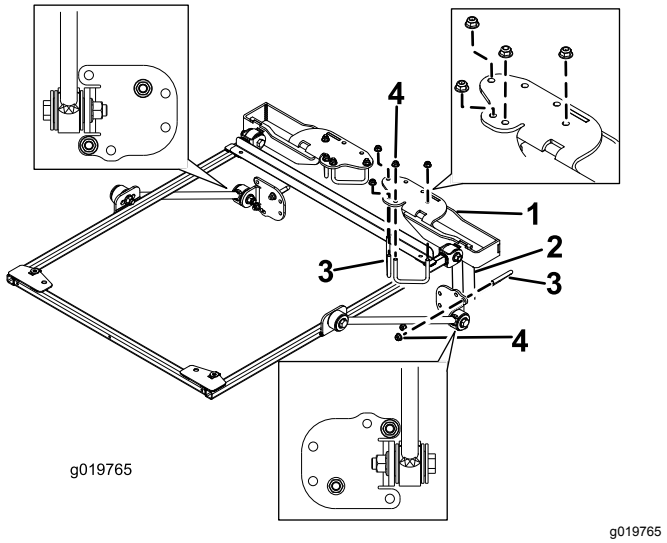

Figure 15
9. Position the ROPS-mounting brackets onto the top of the traction unit roll bar (Figure 15).
10. Using the mounting holes shown in Figure 15, mount each bracket to the top of the roll bar with 2 U-bolts (2-3/4 inch) and 4 flange nuts.
11. Using the mounting holes shown in Figure 15, loosely secure each of the brace brackets to the roll bar posts with a U-bolt (2-3/4 inch) and 2 flange nuts.